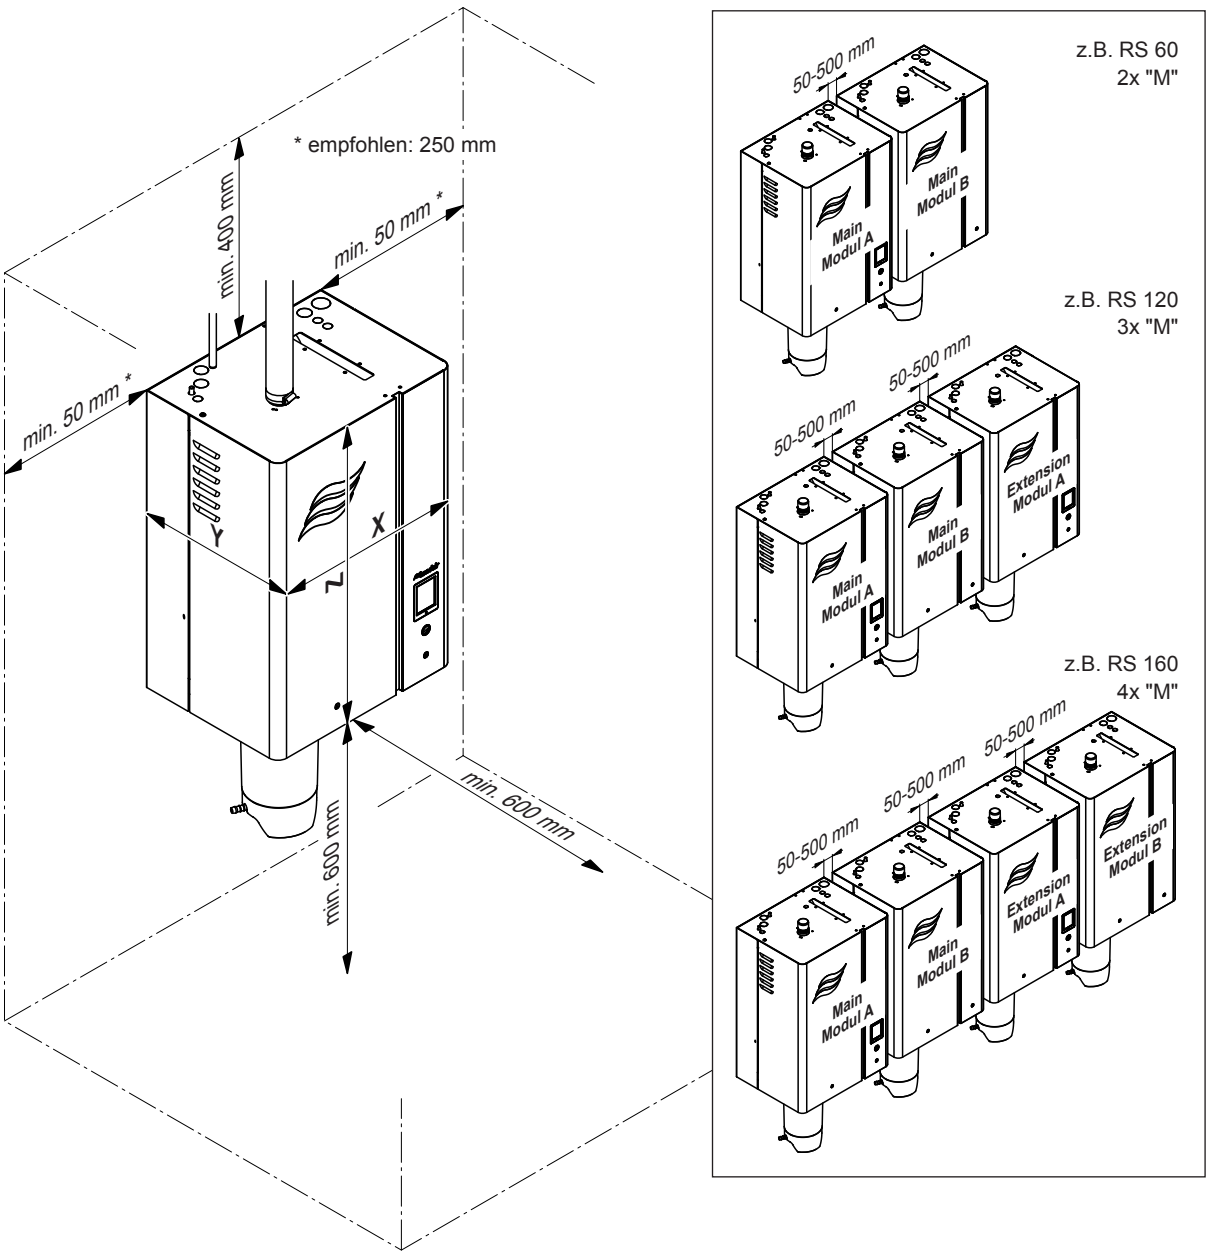

Abb. 9: Einzuhaltende Abstände
- Dampf-Luftbefeuchter so platzieren, dass das **Gerät gut zugänglich** und genügend Platz für die Wartung vorhanden ist. Die **Minimalabstände** gemäss *Abb. 9* **müssen eingehalten werden**.
- Damit die mitgelieferten Kabel bei Linkup-Systemen verwendet werden können, müssen die einzelnen Geräte in der angegebenen Reihenfolge mit einem maximalen Abstand von min. 50 mm bis max. 500 mm nebeneinander und auf gleicher Höhe montiert werden (siehe *Abb. 9*).